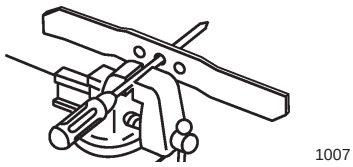

Bild 28
1. Prüfen Sie die Wucht des Messers, indem Sie das mittlere Loch im Messer über einen Nagel oder einen Schraubenzieherschaft hängen, den Sie horizontal in einen Schraubstock einklemmen (Bild 28).